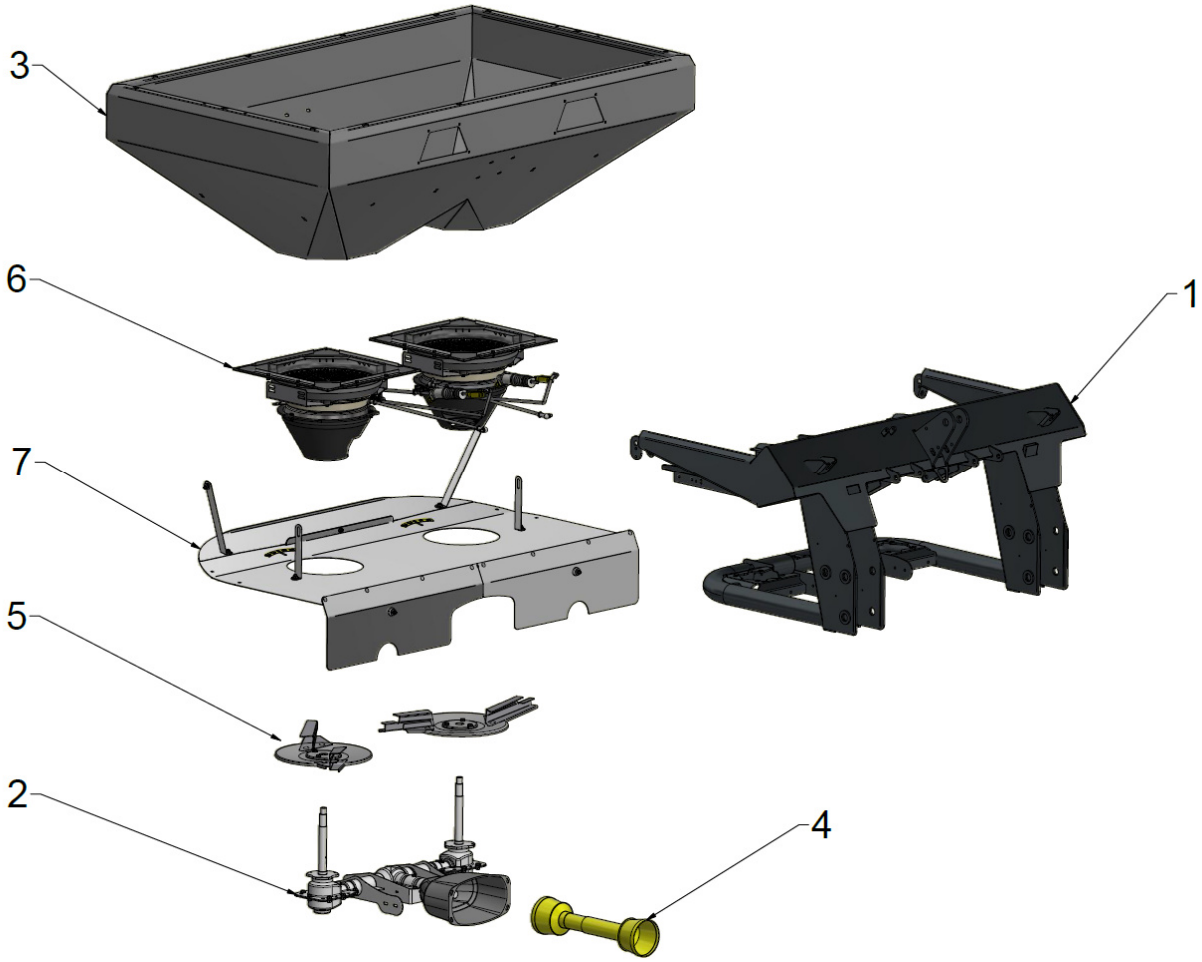

Rys. 8 Budowa rozsiewacza nawozowego Compact
W skład rozsiewacza Compact wchodzą następujące zespoły (Rys. 8):
- na podnośniku unieść rozsiewacz tak, aby wałek ciągnika WOM i wałek maszyny WPM znalazły się na jednakowej wysokości od ziemi. W tej pozycji założyć WPT – Rys. 8, 9. Jeżeli okaże się to niemożliwe w związku ze zbyt dużą długością wału, należy postępować zgodnie z poniższymi zaleceniami: